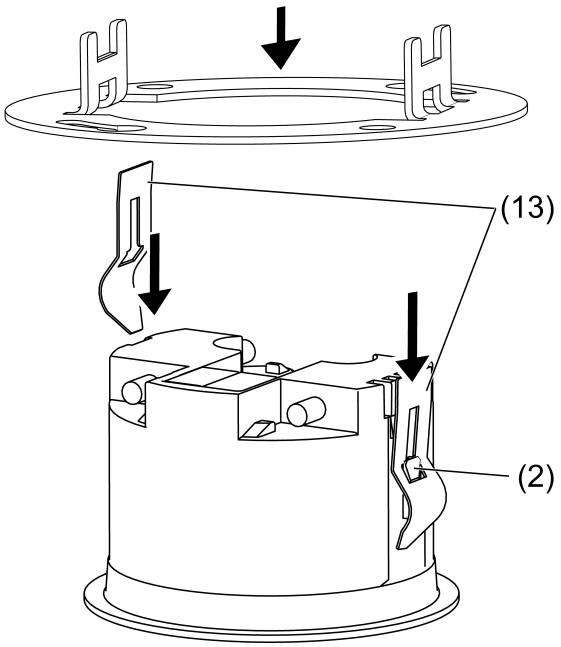

Bilde 9
- Skyv klemfjærene (13) i riktig posisjon bakfra på føringene (2), helt til de går i lås (Bilde 9).